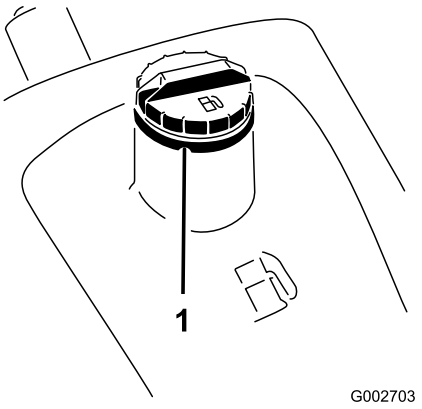

Figur 14
1. Rengjør området rundt der filteret skal festes (Figur 14).